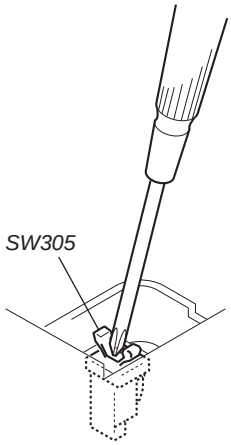

Fig. 1. Method to push the SW305
2. Push the SW305 as shown in Fig. 1.